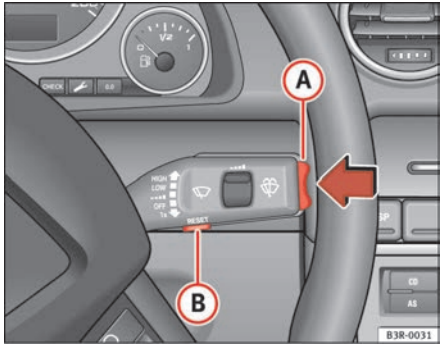

Fig. 57 Windscreen wiper lever: Function selector switch
– To change the speed limit, press the top or bottom of the function selector switch on the windscreen wiper lever (A) ⇒ fig. 57. The speed limit displayed will then increase or decrease by 10 km/h at a time.
– Now press and hold the Reset button on the windscreen wiper lever (B) ⇒ fig. 57 until the crossed out warning symbol for speed limit 2 appears on the display.